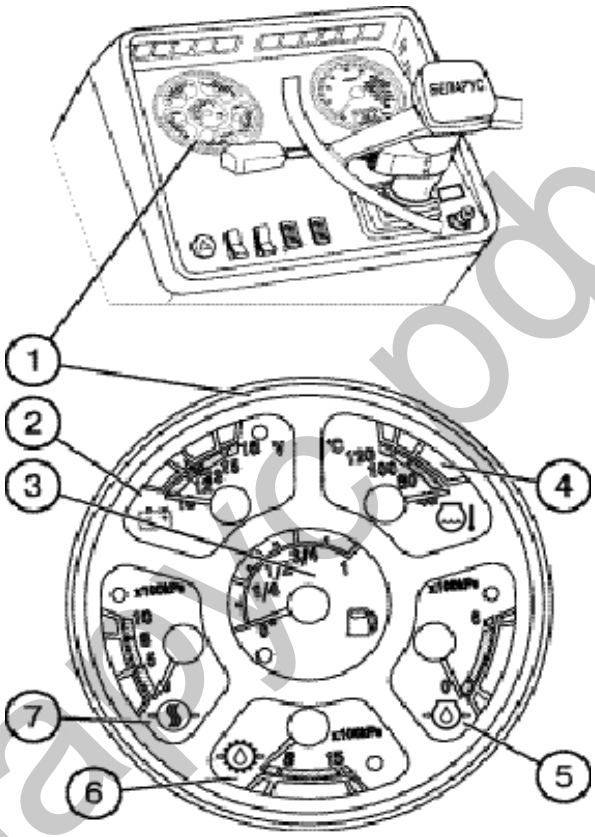

Рис. 7. Комбинация приборов
1.14 Комбинация приборов (рис. 7)